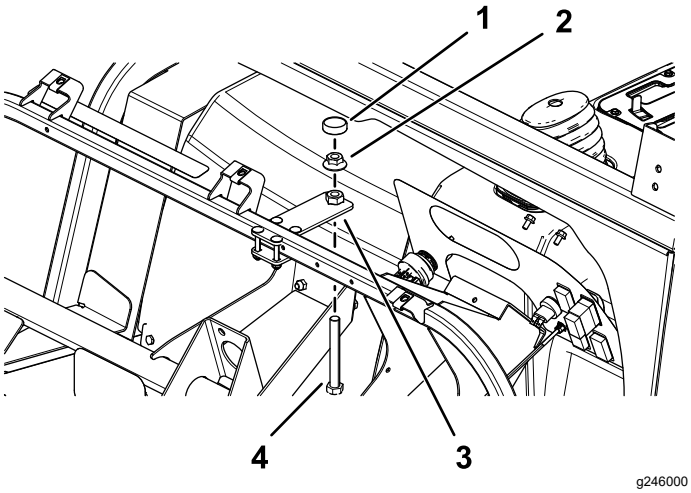

Figur 37
3. Montera skallskruven (½ x 4 tum), flänsmuttern (½ tum) och stopplattan till justeringsplåten (Figur 37).